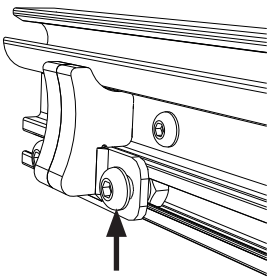

*Figura 53. Fije el tope del brazo*
6. Coloque el tope del brazo de acuerdo con la posición de los brazos de elevación y fíjelo mediante el apriete de sus tornillos, véase Figura 53.